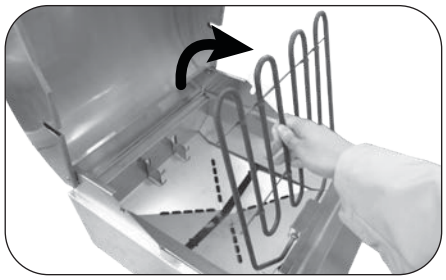

**Fig. 22-2** Raise element upward
3. Grasp the cool cooking element, lift upward and apply pressure towards the right of the grill. Once it clears the support tab, completely raise it up (Fig. 22-2).